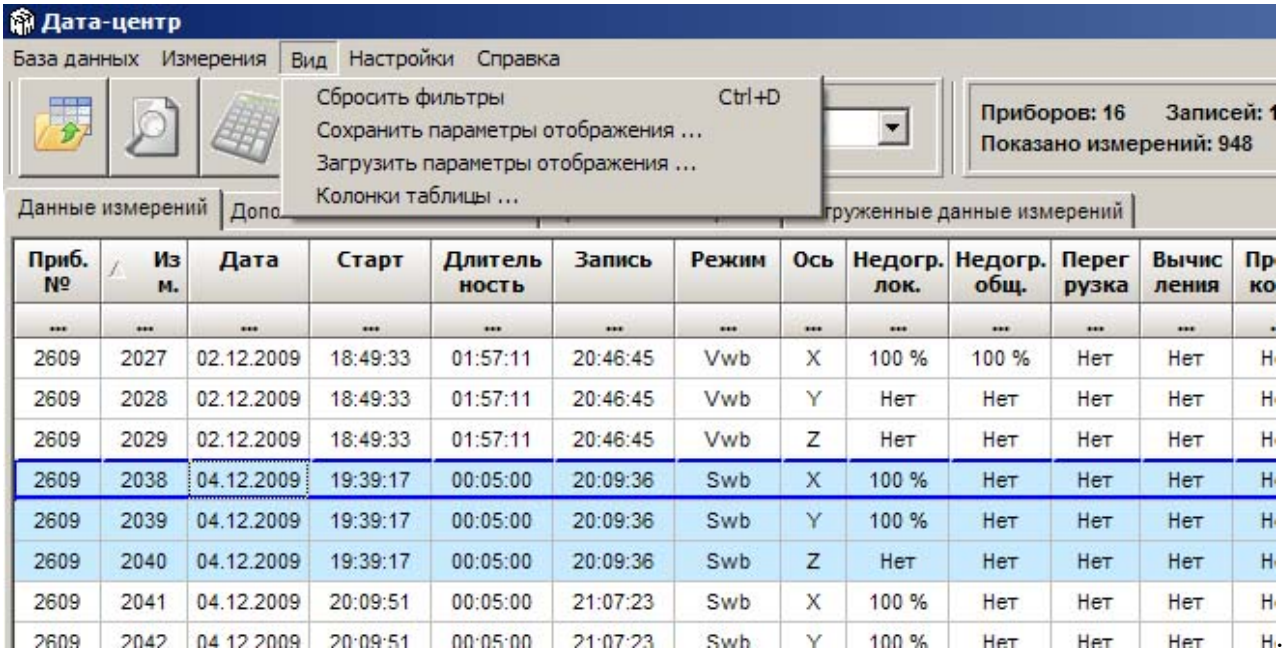

Рис. 3.4. Пункт меню «Вид»
3.1.3. В пункте «Вид» находятся операции выбора формы представления в данных основной таблице, рис. 3.4.